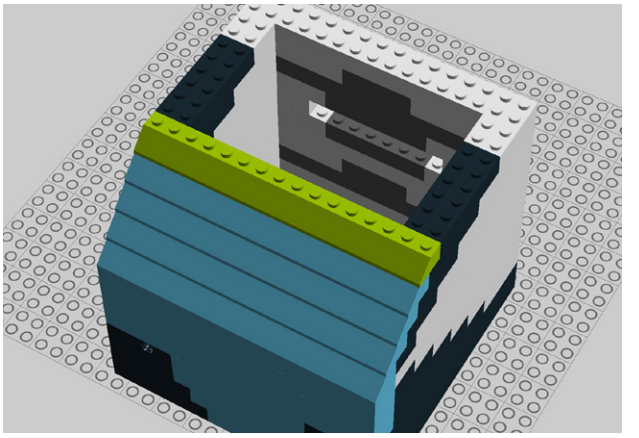

Figure 9-55. *Step 50: Adding even more translucent slopes*
50. Now you need four 2x2 and two 2x4 translucent slopes (Figure 9-55).